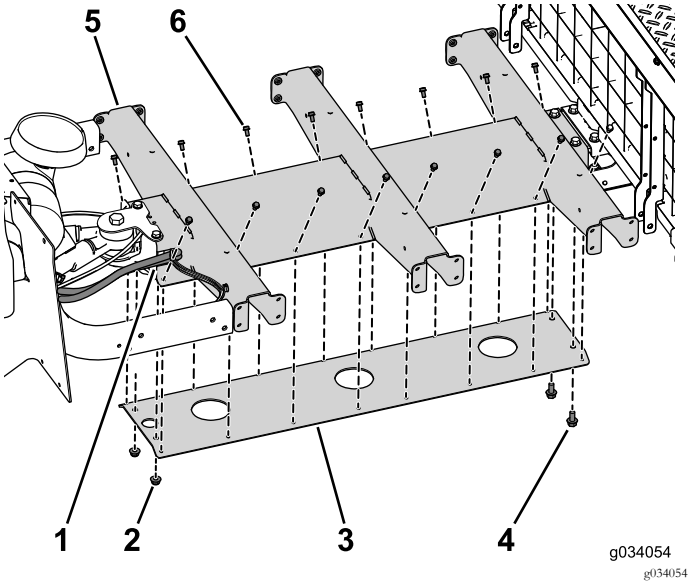

Рисунок 30
1. С помощью 4 болтов (5/16 x 3/4 дюйма) установите, не затягивая, опору платформы на центральный швеллер (Рисунок 30).